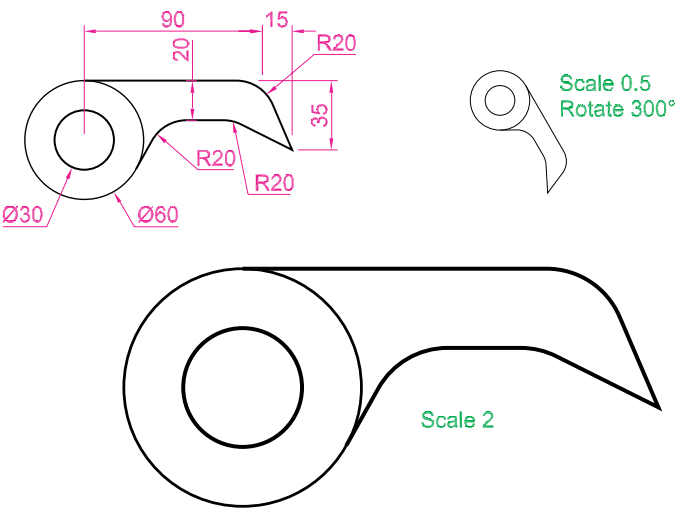

Fig. 5.54 Exercise 8
8. Construct the dimensioned drawing of Fig. 5.54. With **Copy** copy the drawing. Then with **Scale** scale the drawing to a scale of **0.5**, followed by using **Rotate** to rotate the drawing through an angle as shown. Finally scale the original drawing to a scale of **2:1**.